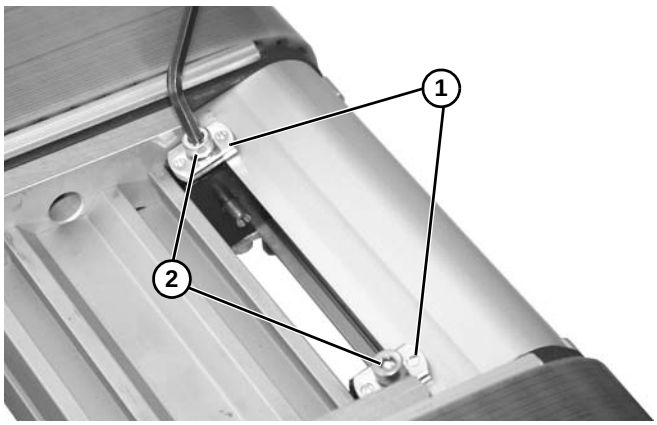

Abbildung 32
13. Obere und untere Schutzvorrichtung mit Schweißmutter **(Abbildung 32, Teil 1)** und Schraube **(Abbildung 32, Teil 2)** auf jeder Seite der Baugruppe festmachen. Auf Unterseite wiederholen.
14. Schrauben festziehen **(Abbildung 32, Teil 2)**.